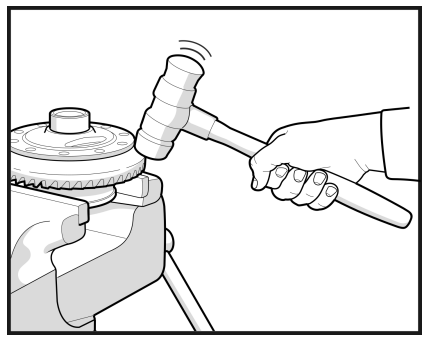

Рис. 14
2.2 Сбейте ведомую шестерню с корпуса дифференциала, используя молоток с пластиковым, резиновым или медным бойком. Во избежание заклинивания сбивайте шестерню равномерно по окружности. (**Рис. 14**)